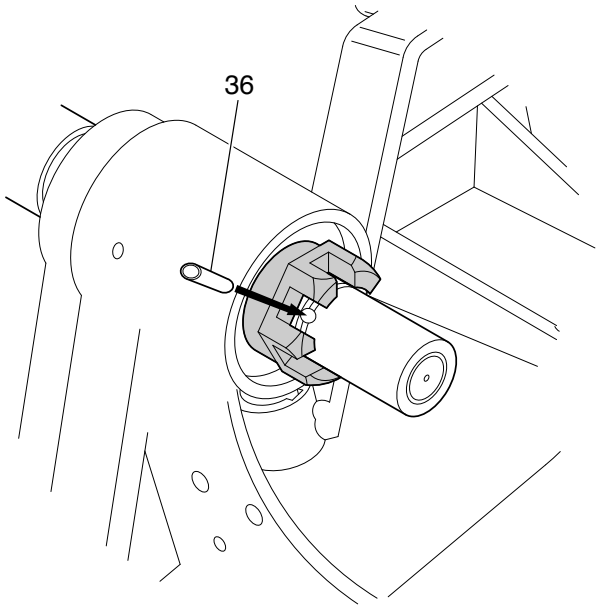

Figure 25
Insert a spring pin #N10P142 (item 36) in each of the shafts, as shown in figure 25.